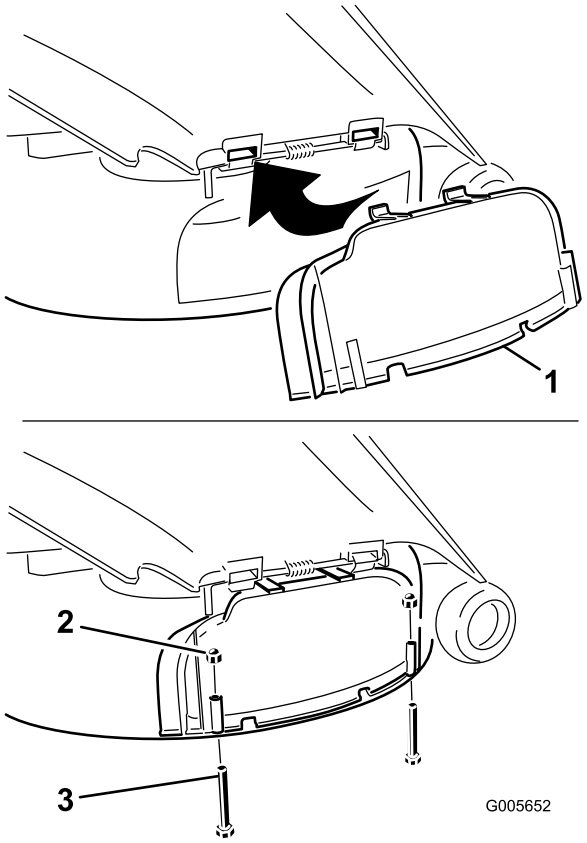

Figure 28
3. Lift the grass deflector and slide the tabs on top of the discharge cover under the grass deflector retaining rod. Rotate the discharge cover down over the opening, and onto the lower lip of the mower (Figure 28).
4. Secure the discharge cover to the lower lip of the mower with two bolts (1/4 x 2-1/2 inches) and two cap nuts (1/4 inch) as shown in Figure 28.